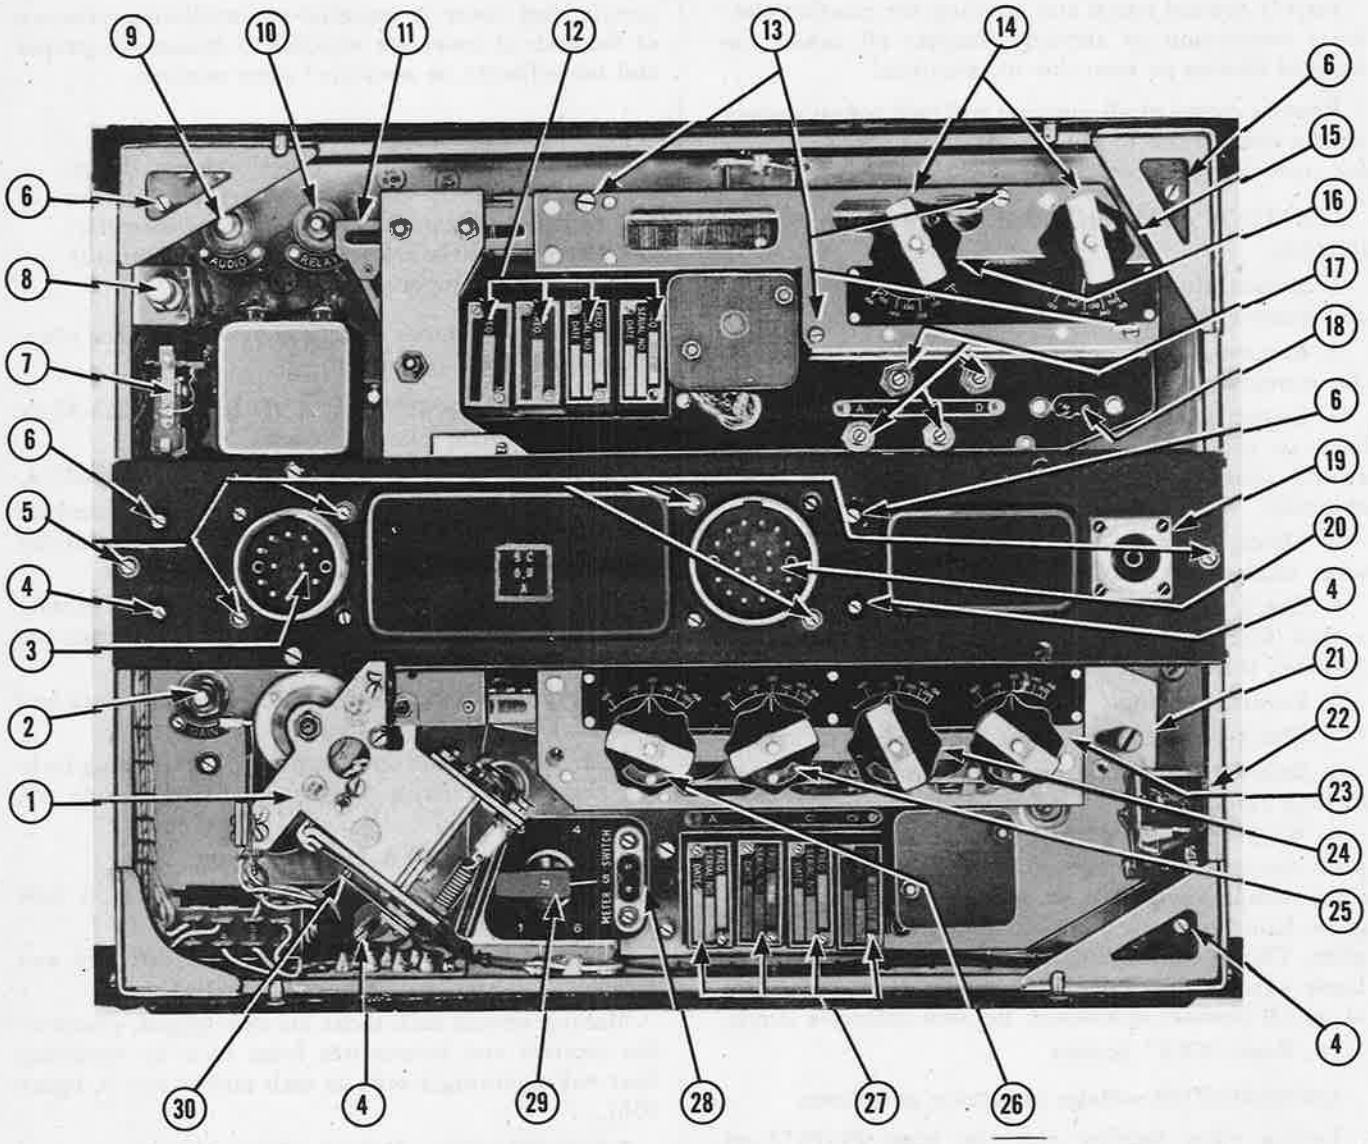
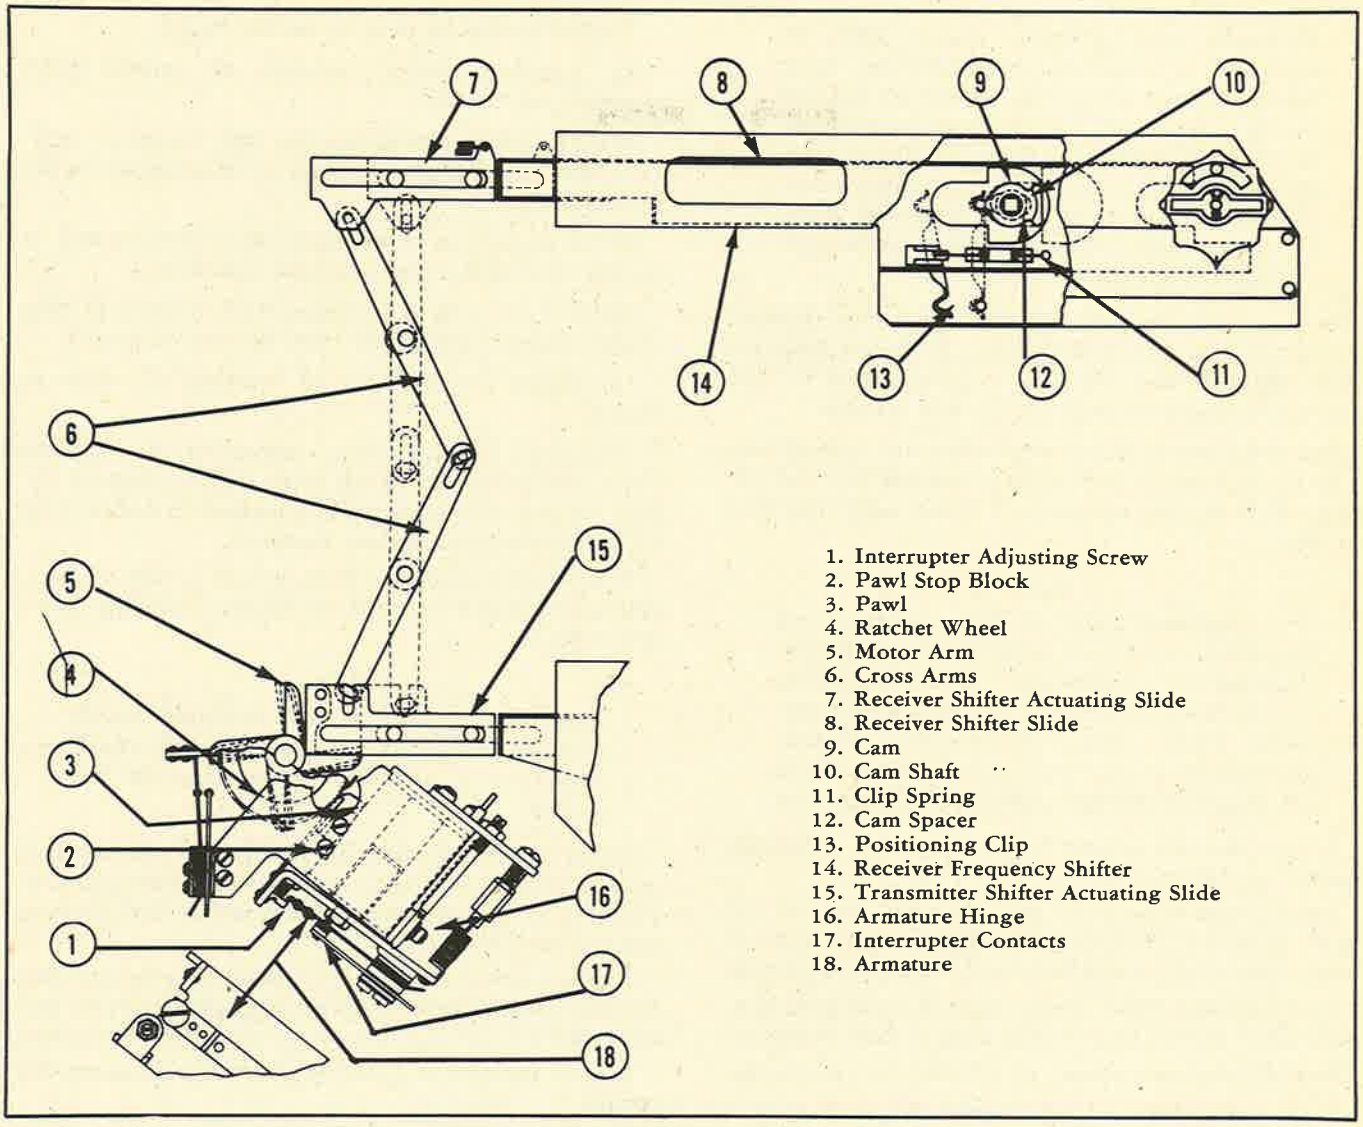

Figure 656—Transmitter—Receiver Assembly, Covers Open, Top View (Radio Set SCR-522-(A))
Figure 657—Rack Mechanism and Ratchet Motor (Radio Set SCR-522-(A))
Unfasten Dzus fasteners on receiver and transmitter covers. Open them so rack, receiver and transmitter controls are in view as shown in figure 656.
Press channel release button (8, figure 656) once and release. This releases all slides.
Push "OFF" button on control box. Loosen plug locking rings, and remove plugs from receptacles (3, 19, and 20, figure 656.)
Making certain rack slides are disengaged, disassemble receiver and transmitter from rack by removing four red mounting screws in each unit (4 and 6, figure 656).
Inspect mounting screws and electrical connections on antenna receptacle (19, figure 656).
Inspect condition of pins of receptacles (3 and 20, figure 656).
Inspect relays (7 and 22, figure 656) by pressing armature lightly until it stops. Then check contact
Inspect cable wiring for wear where it goes through center channel of rack. At same time inspect cable where it passes under receptacle (3, figure 656) and over shifter mechanism shield.
1. Receiver shifter actuating slides (7, figure 657) and their respective tracks and spacers.
2. Transmitter shifter actuating slides (15, figure 657) and their respective tracks, spacers, and slide heads.
3. Motor arms (5, figure 657).
4. Each pair of cross arms (6, figure 657) at each end and at pivoting point.
5. Rachet wheel of motor (4, figure 657). (To clean rachet wheel rotate by pressing and repressing the pawl spring perch. Make sure the rachet wheel is left in a position where all shifter actuating slides are disengaged.)
6. Pawl and pawl stop of motor (2 and 3, figure 657).
7. Hinge assembly on motor (16, figure 657).
MOTOR INTERRUPTER CONTACTS.—Inspect motor (30, figure 656 and 17, figure 657) interrupter contacts. If contacts need attention other than cleaning, exchange the transmitter unit (with rack).
Place receiver on bench with slides and tuning controls up and rotate two tuning controls (15 and 16, figure 656) making certain each turns easily and does not bind.
Inspect security of four frequency shifter mounting screws (13, figure 656).
Inspect mounting nuts on "AUDIO" control (9, figure 656) and "RELAY" control (10, figure 656). If loose, these must be tightened and sealed with glyptol.
Inspect four cam assemblies (9, figure 657) on each tuning control for bent or worn parts.
Inspect four positioning clips (13, figure 657) and clip springs on each stack assembly.
Apply oil, Specification No. AN-O-6 (AAF Specification No. 2-27), to any bearing surfaces cleaned. If cam or cam shaft assemblies are cleaned, it will be necessary to lubricate cams and spacer (12, figure 657) generously with oil, Specification No. AN-O-4.
Inspect mounting nut on "GAIN" control (2, figure 656). If loose, tighten and seal with glyptol.
Rotate knob of "METER SWITCH" (29, figure 656) from position "1" to "6" and check for normal rotation and locking.
Plug test set I-139-A into meter socket (28, figure 656) and turn "METER SWITCH" knob (29, figure 656) to position "2."